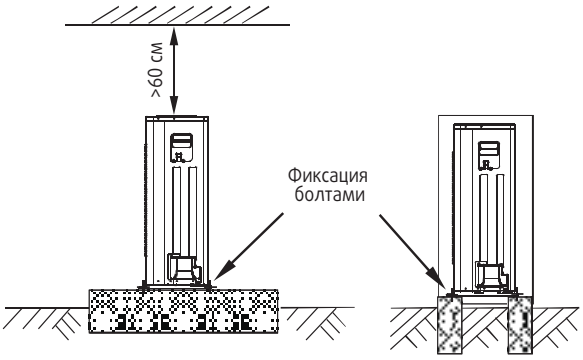

Рис. 6-6
- Обеспечьте прочное основание для размещения наружного блока (рис.6-6).